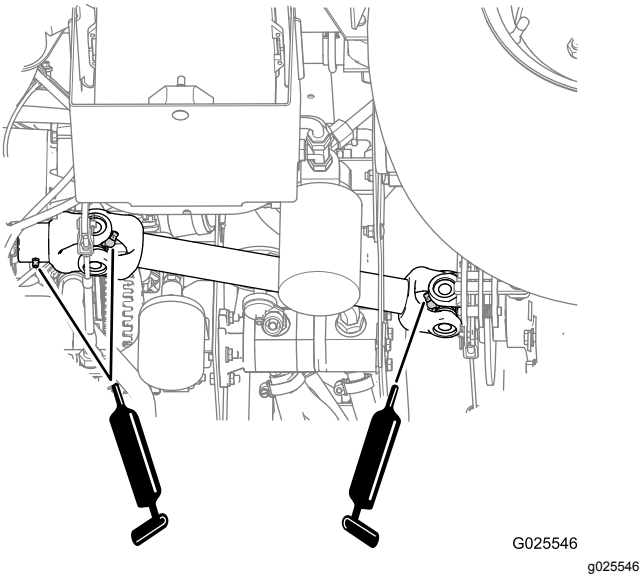

**Figur 39**
- **Drivaksel med U-ledd (2)**. Se Figur 39
- **Bevegelig krysshode (1)**. Se Figur 39